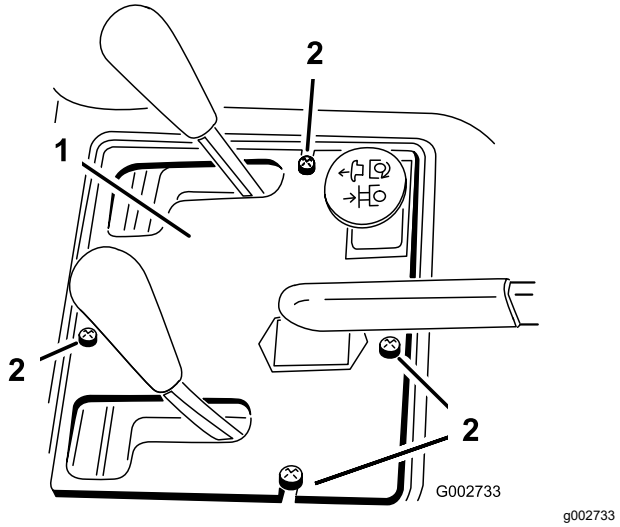

Figur 37
2. Ta bort de 4 skruvarna som fäster kontrollpanelen vid ramen (Figur 37).